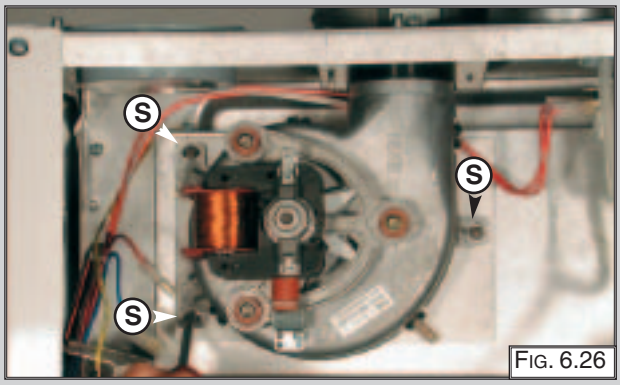

FIG. 6.26
3. Remove screws “S” (FIG.6.26);